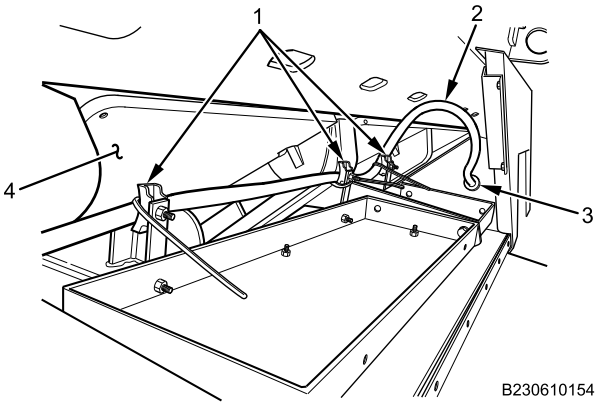

Figure 2. 110V Harness.
1. Secure 110V harness (Figure 2, Item 2) to body (Figure 2, Item 4) with three new cable lock straps (Figure 2, Item 1).
2. Insert harness through grommet (Figure 2, Item 3).